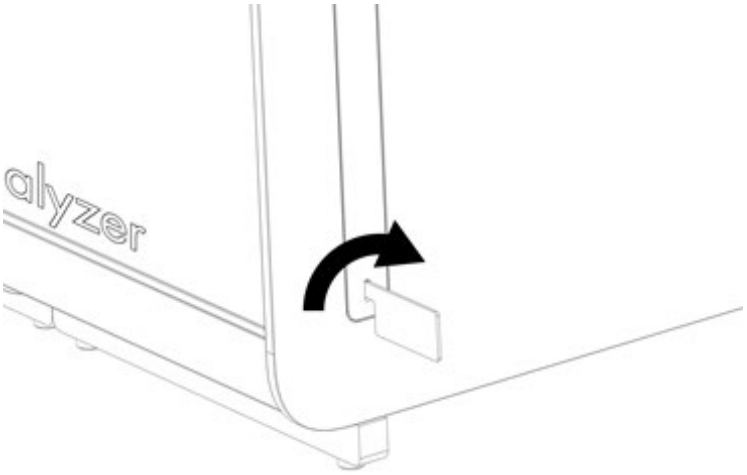

Figur 5. Fjerne alle beskyttelsesdeksler.
2. Fjern beskyttelsesdekslene fra siden av den analytiske modulen ved bruk av verktøyet for fjerning av beskyttelsesdekselet, som følger med QIAstat-Dx Analyzer 2.0 (figur 5).